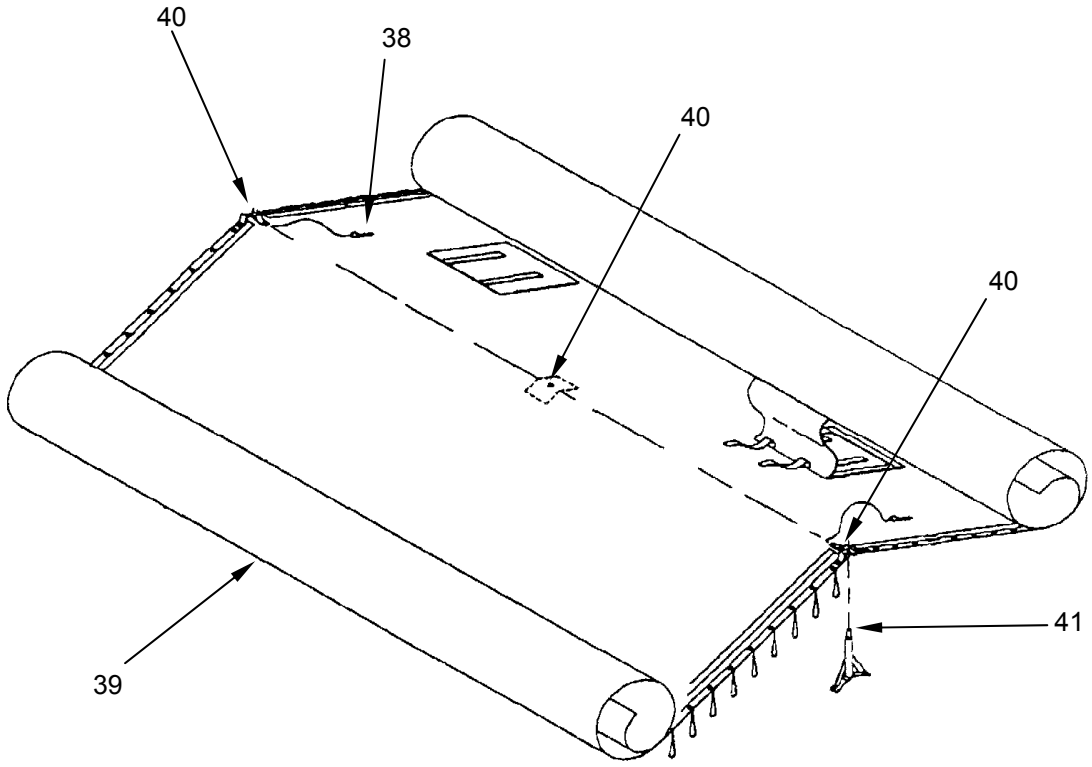

Figure 21. Placement of Tent Fly.
1. Identify tent fly **(Figure 21, Item 39)** and lay out beside window or door section.
2. Identify the large, ridge extender spindle grommet **(Figure 21, Item 40).**
3. Roll up both sides of fly **(Figure 21, Item 39)** to large, ridge extender spindle grommet.
4. With a minimum of one individual placed at each large ridge extender spindle grommet **(Figure 21, Item 40)**, lift and move fly **(Figure 21, Item 39)** to frame section ridge purlin.
5. Place the large, ridge extender spindle grommets **(Figure 21, Item 40)** on the ridge extender spindles **(Figure 21, Item 41)**
6. Place the fly hitch clip pins **(Figure 21, Item 38)** through the holes in the ridge extender spindles **(Figure 21, Item 41)** which protrude through the large ridge extender spindle grommets **(Figure 21, Item 40)**.